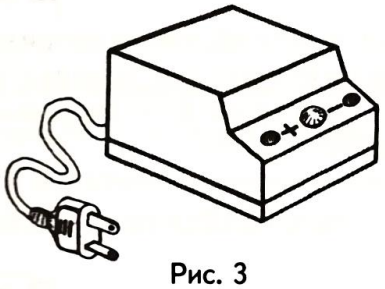
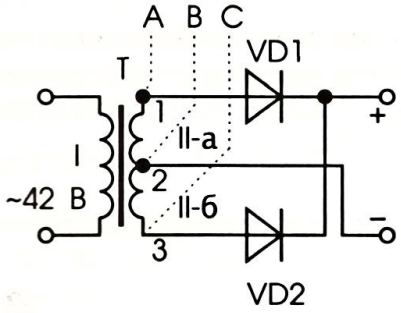

Рис. 3
Рис. 4
В данной работе используется лабораторный источник питания ИПФ, который переменное напряжение 42 (36) В преобразует в напряжение 4–4,5 В. Внешний вид используемых в школах источников питания дан на рис. 3. Их электрическая схема приведена на рис. 4 (сплошной контур). Она состоит из трансформатора, на первичную обмотку которого подается переменное напряжение 42 (36) В. Вторичная обмотка имеет средний вывод, делящий ее на две равноценные полуобмотки II-а и II-б. На выводах каждой полуобмотки имеется переменное напряжение около 5 В. Следовательно, вся вторичная обмотка
Примечание. В некоторых модификациях блока питания имеется индикаторная лампа, которая на рис. 4 не указана.